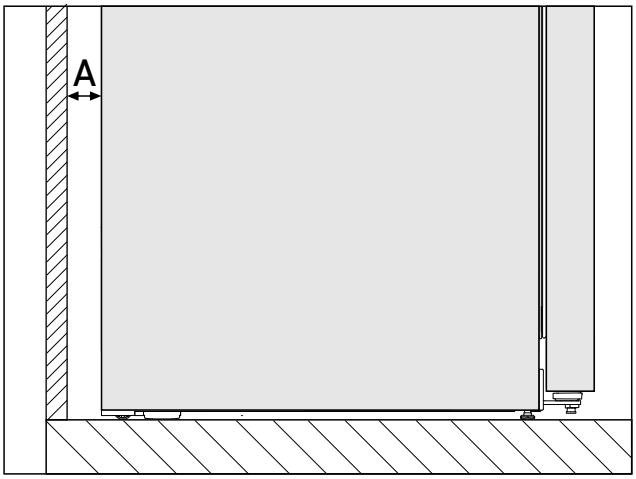

Fig. 4 *
Spotřeba energie byla zjištěna s ohledem na vzdálenost od stěny *Fig. 4 (A)* mezi zadní stranou spotřebiče a stěnou. Pokud je vzdálenost od stěny menší než *Fig. 4 (A)*, nemá to žádný vliv na funkčnost spotřebiče. Při menší vzdálenosti od stěny se může spotřeba energie mírně zvýšit a na zadní stěně spotřebiče může docházet ke kondenzaci.*